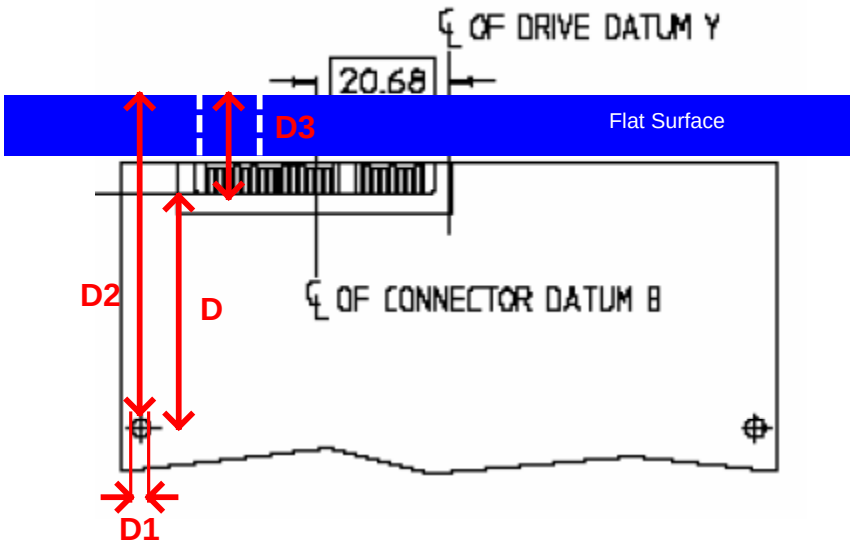

Figure 13
1. Using the inside measurement jaw of the calipers measure the width of the mounting hole as shown in Figure 13. Record the value of *D1*.
2. Using the outside measurement jaw of the calipers measure the distance from the edge of the mounting hole to the face of the flat surface as shown in Figure 13. Record the value of *D2*.
3. Using the depth measurement of the calipers measure the distance from the face of the flat surface, through a hole in the flat surface, to the base of the device tongue plug as shown in Figure 13. Record this value as D3.